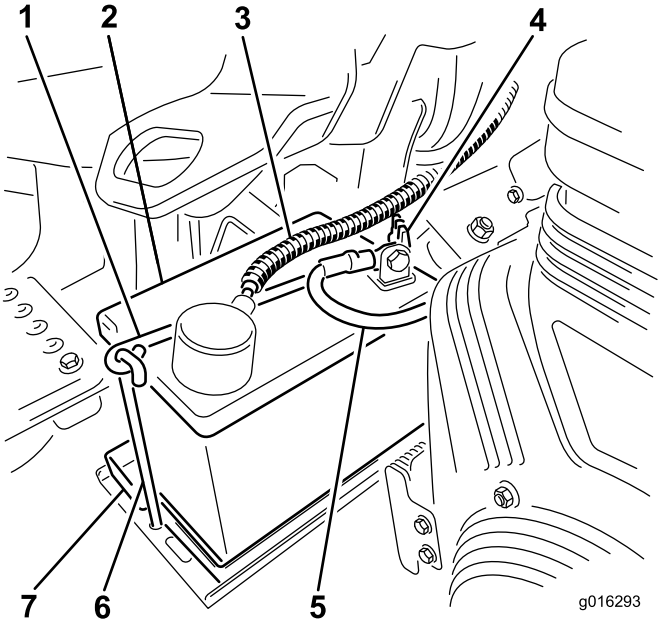

**Figuur 8**
7. Plaats de accu op de accubak en bevestig deze met de accuklem en het bevestigingsmateriaal dat u eerder hebt verwijderd (Figuur 8).
van de minpool (–) van de accu en zet deze vast met behulp van de bouten en moeren (Figuur 8). Schuif het rubberen stofkapje over de pluspool om eventuele kortsluiting te voorkomen.